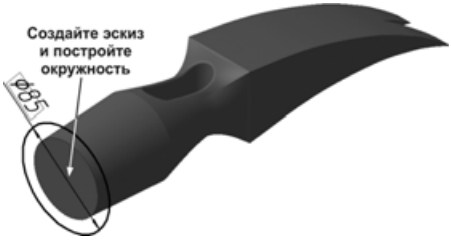

Рис. 6.43
- Создайте новый эскиз на плоской грани конического участка, постройте окружность диаметром 85 и приклейте эскиз в прямом направлении на расстояние 20 (рис. 6.43).